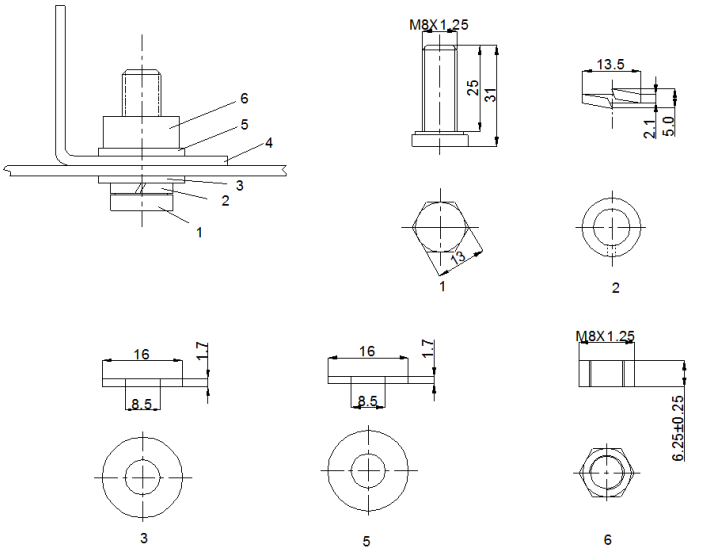

Figures 2
The modules may be fastened to a support using the bolt holes in the bottom of the frame at location “C”, as shown in Figure 1 (back view of the module) 、Figure 2 (mounting detail) and Figure 3 (parts detail). Themodules have 4 mounting holes to be installed with four (4) M8bolts.
组件可以通过边框C面预留的安装孔固定在支架上，如图1（组件背面视图）、图2（安装细节）、图3（配件细节）。组件有四个安装孔，用4个M8螺栓安装。